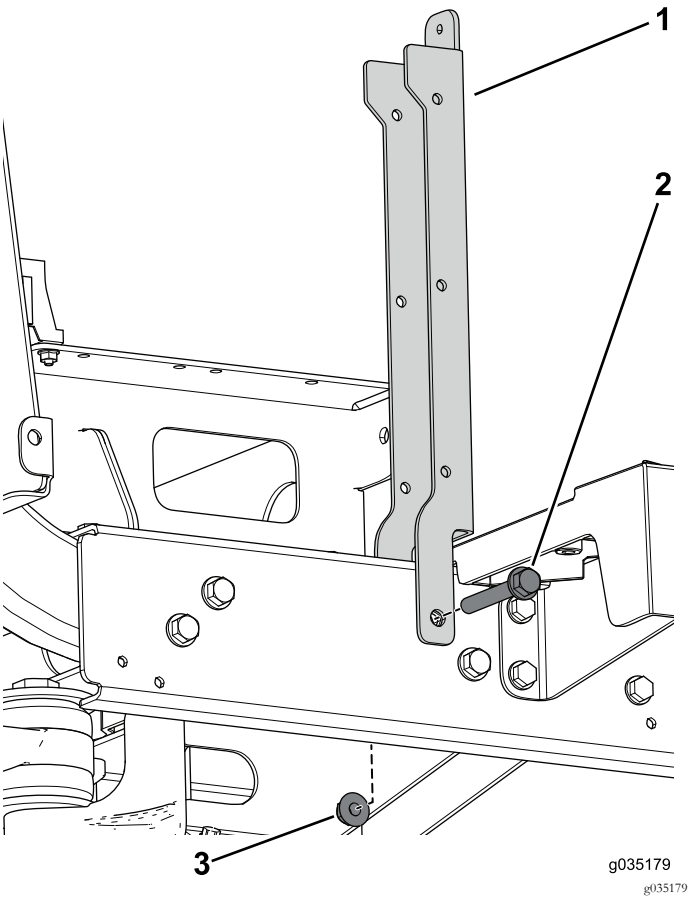

Figure 84
4. Utilisez le boulon à embase (3/8" x 2½") et l'écrou à embase pour fixer le support de siège (Figure 84).